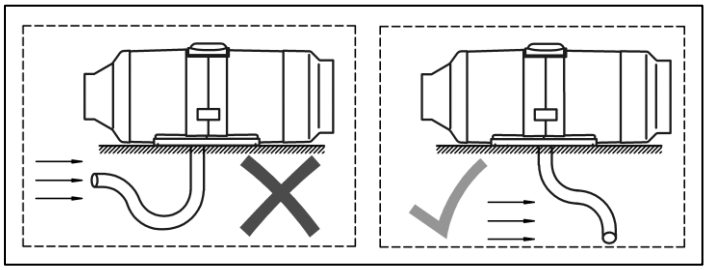

**Abb. 5 - Position des Luftansaug-/Abgasrohrs**
Achten Sie darauf, dass die Öffnung nach unten zeigt (siehe Abb. 5). Wenn das ist nicht möglich ist, muss ein Ø3mm Loch an der tiefsten Stelle des Rohres gebohrt werden.
Der Auslass des Auspuffrohres muss nach **unten gerichtet** installiert werden **(Abb. 5)**, sollte sich jedoch in einer Position befinden, die ein Verstopfen oder Eindringen von Schnee und Schmutz verhindert und zudem einen freien Abfluss des in ihn eingedrungenen Wassers gewährleistet.
**Platzieren Sie die Ausgangsöffnung des Abgasrohres nicht vor dem einströmenden Luftstrom des fahrenden Fahrzeugs oder Behälters (siehe Abb. 5).**